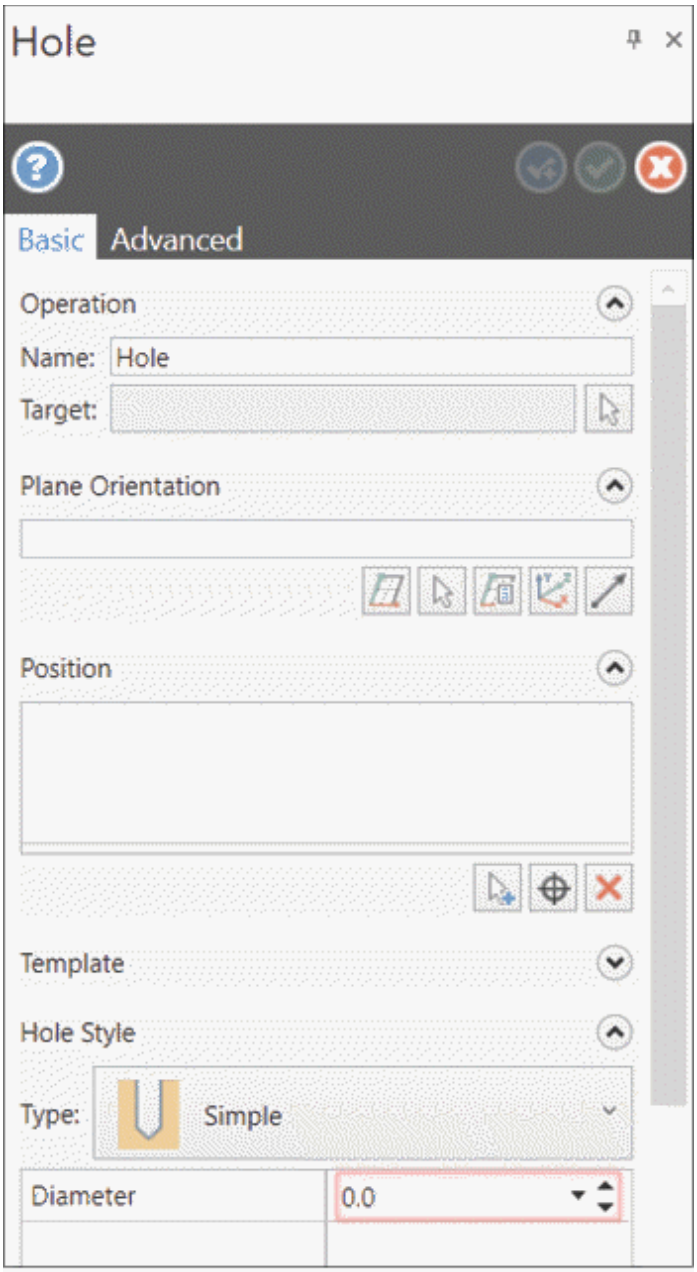

Figure-36. Hole Manager
- Click on the **Hole** tool from the **Create** group in the **Solids** tab of the **Ribbon**. The **Hole Manager** will be displayed; refer to Figure-36.